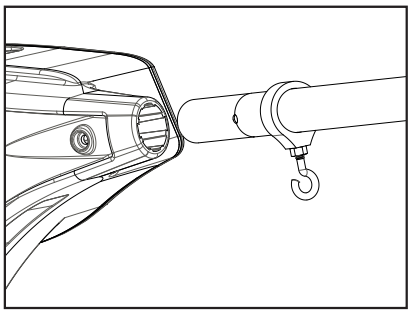
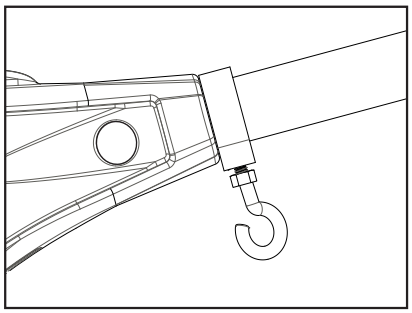

Figure 3
Figure 4
3. Insérez le bras avec l'assemblage du col du crochet à boule dans le cadre (Figure 3) et alignez les trous du bras avec les trous du cadre (Figure 4).